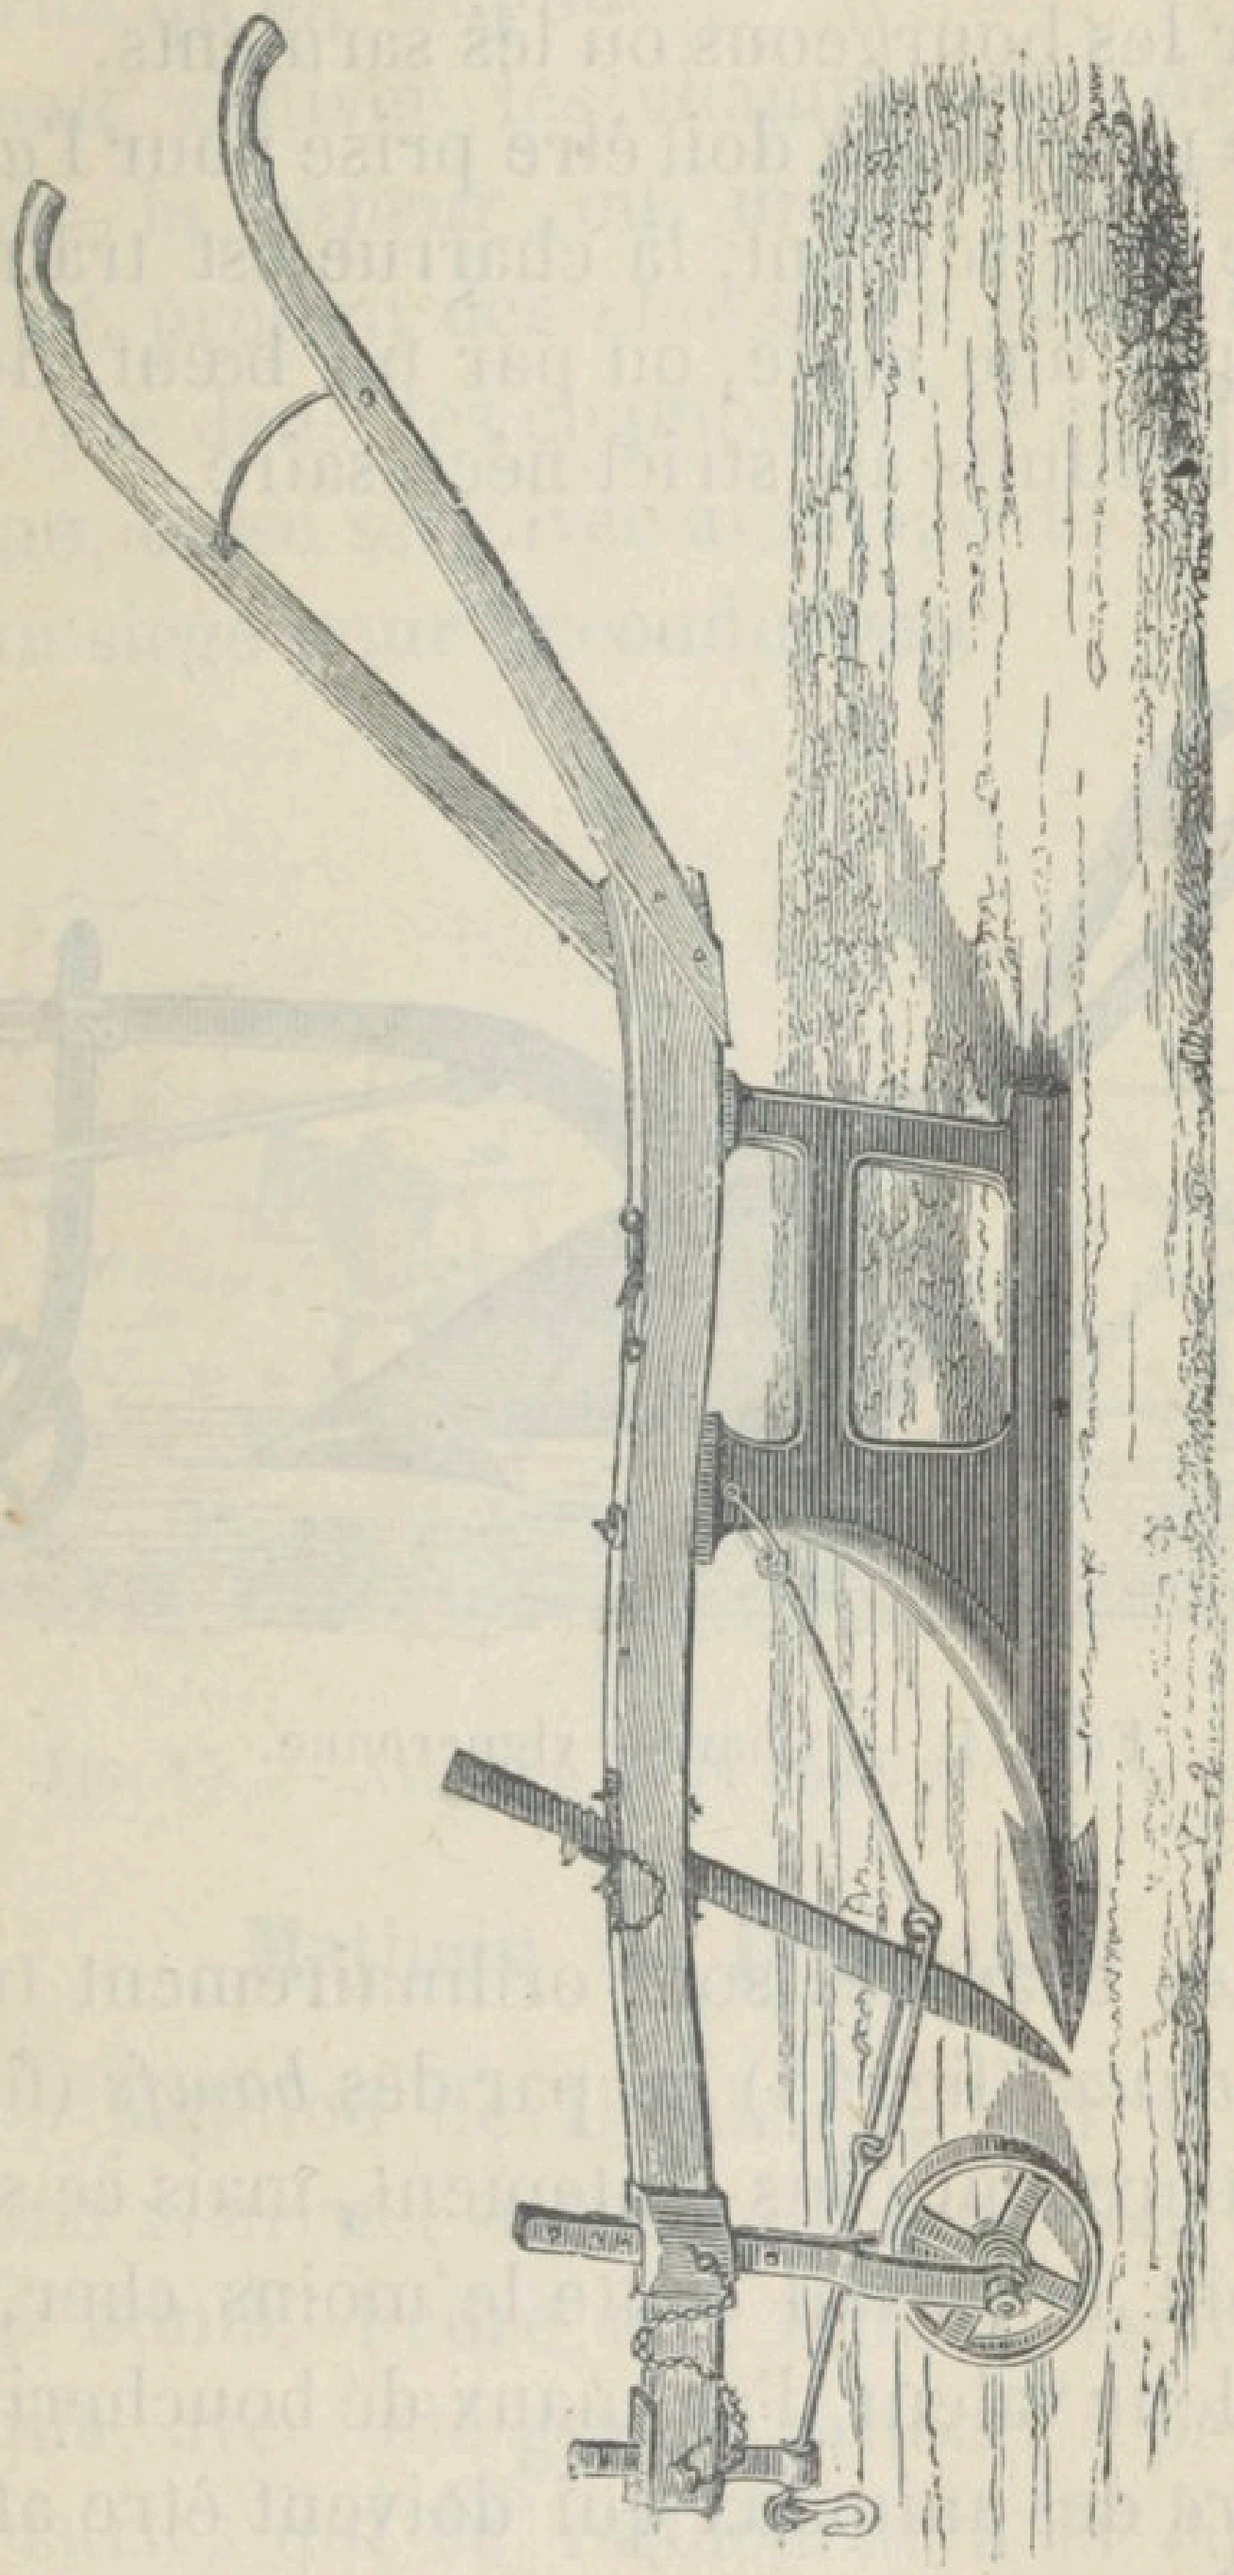

Fig. 13. — Type de charrue fouilleuse.
28. — Les charrues **fouilleuses** sont (fig. 13) des *charrues sans versoir* et dont le soc est en forme de coin allongé. Ces charrues servent à remuer et à émietter le sous-sol, lorsqu'on ne veut pas le ramener à la surface.